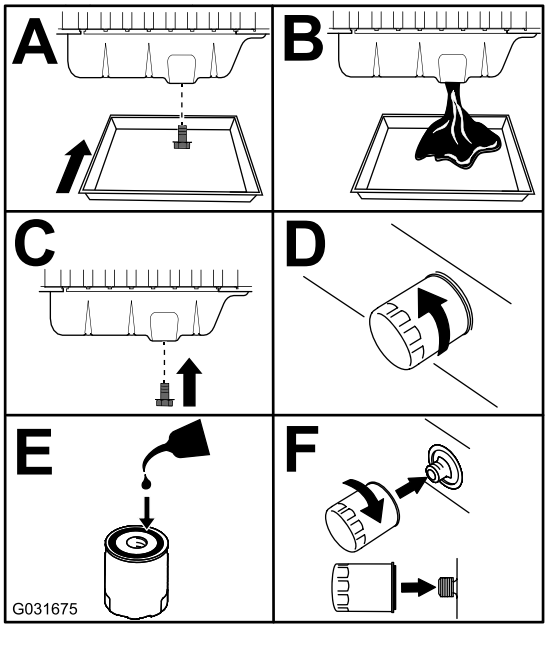

Figuur 72
3. Ververs de motorolie en vervang het filter (Figuur 72).